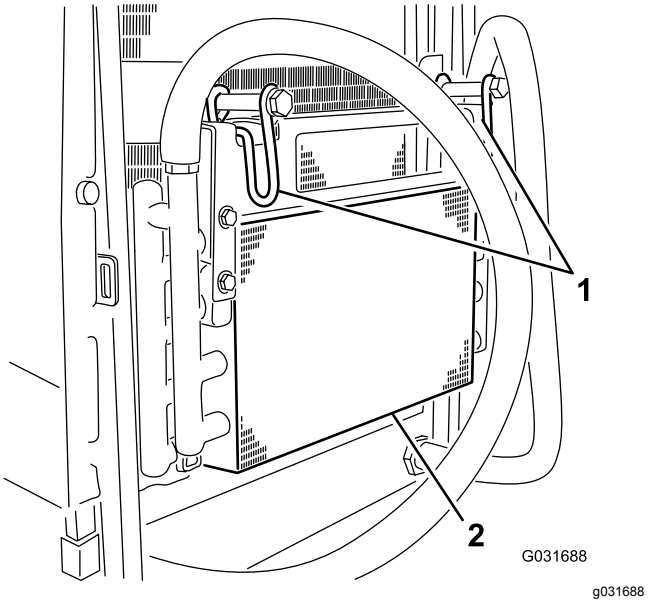

Figur 49
5. Sving låsene innover for å frigjøre oljekjøleren (Figur 49).